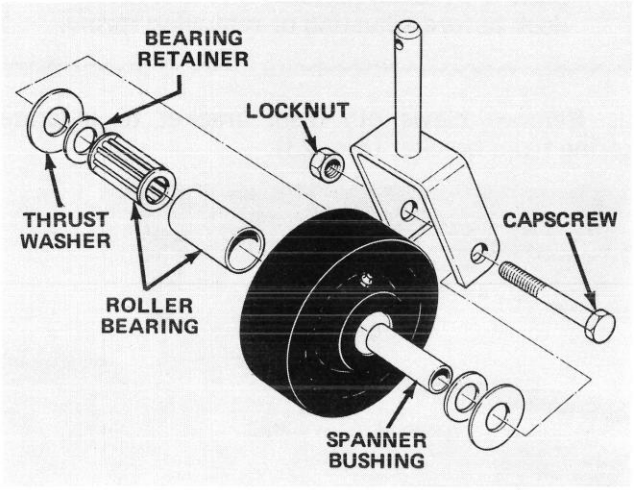

Figure 27
1. Remove locknut from capscrew holding castor wheel assembly between castor fork (Fig. 27). Grasp castor wheel and slide capscrew out of fork.
Note: Account for the two bearing retainers and thrust washers (Fig. 27).
2. Tip wheel to the side and allow roller bearing and spanner bushing to fall out (Fig. 27).
6. Pump more grease through grease fitting on castor wheel (Fig. 27) until bearing is greased thoroughly.